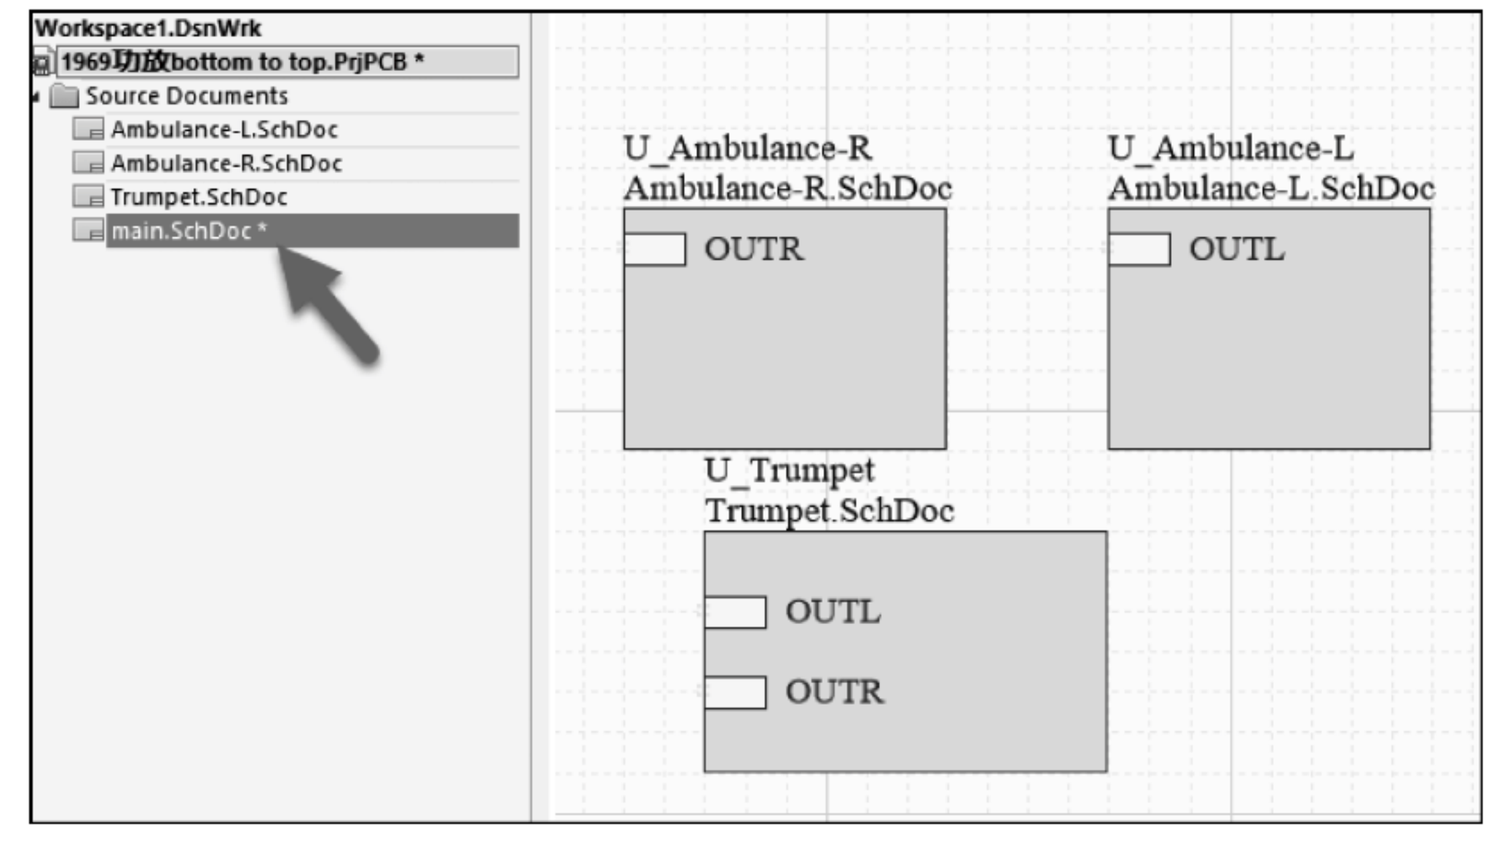

图 1-39 生成各模块页面符
(3) 依次单击生成子原理图相应的页面符,最终如图 1-39 所示。